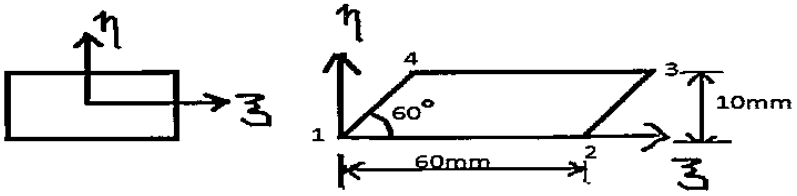

Figure 3
b) Determine Cartesian coordinate of gauss point (0.5,0.5) for given element as shown in figure 3. **[8]**